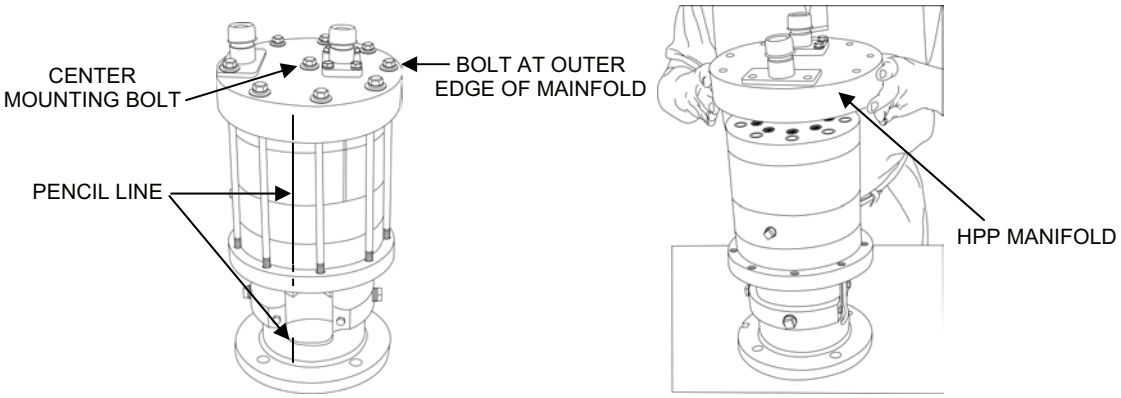

Figure 3. High Pressure Pump Manifold Removal.
d. Stand the high-pressure pump up on its mounting flange (see Figure 3).